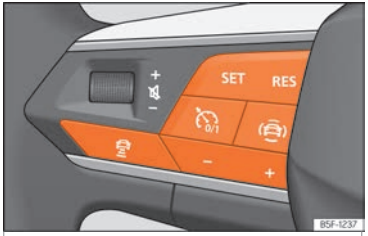

Fig. 185 Sur le volant multifonction : touches de manipulation de l'ACC
Votre véhicule dispose d'ACC s'il dispose du menu de configuration dans le système d'infodivertissement ››› page 98, et s'il dispose des boutons de la fonction ACC sur le volant multifonction››› fig. 185
- Pour commencer le réglage, appuyez sur le bouton **SET** ››› fig. 185.
Pour programmer la vitesse, appuyez sur les boutons **+** ou **–** ››› **fig. 185** jusqu'à la vitesse souhaitée. Le réglage de la vitesse s'effectue par intervalles de 10 km/h (5 mph).
- Appuyez sur le bouton puis sur le bouton **+** ou **–** ››› **fig. 185**.